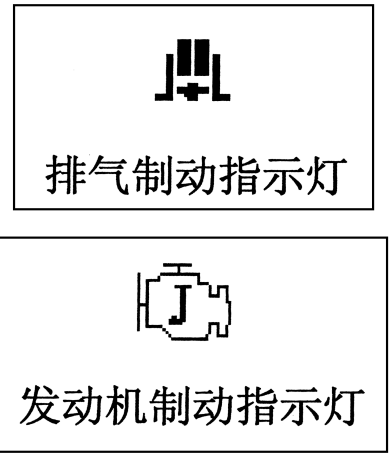
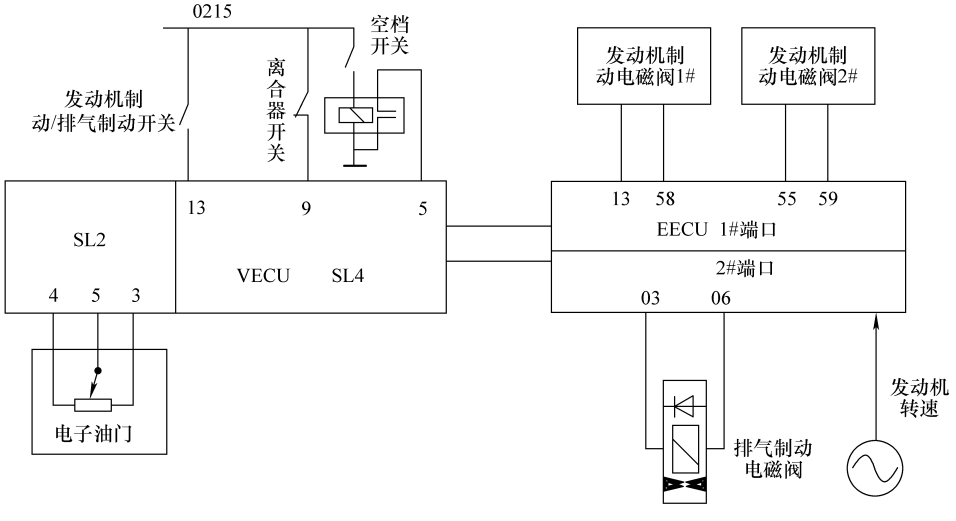

图 2-36　排气制动和发动机制动指示灯
图 2-37　发动机制动/排气制动电路
① 只有满足表 2-2 中的条件时，排气制动才能激活。
② 对于装配有发动机制动的车辆，发动机制动和排气制动功能可以同时激活，相应的指示灯同时点亮；而对于不配备发动机制动的车辆，只有排气制动指示灯会点亮。
③ 排气制动激活时，发动机断开。排气制动和发动机制动指示灯见图 2-36；发动机制动/排气制动电路见图 2-37。